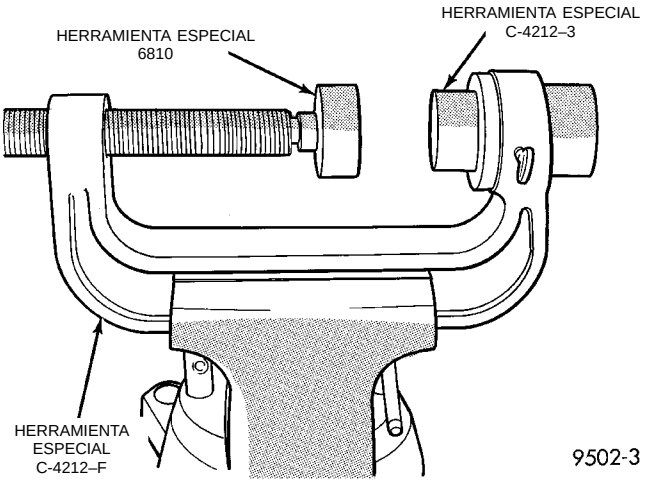

Fig. 73 Herramientas especiales ensambladas para la instalación del casquillo delantero
(1) Emplace la Cubeta del instalador, Herramienta especial C-4212-F en el Extractor/Instalador, Herramienta especial C-4212-F (Fig. 73). Después emplace el Instalador de casquillos, Herramienta especial 6810 en la porción roscada del Extractor/Instalador Herramienta especial C-4212-F (Fig. 73).